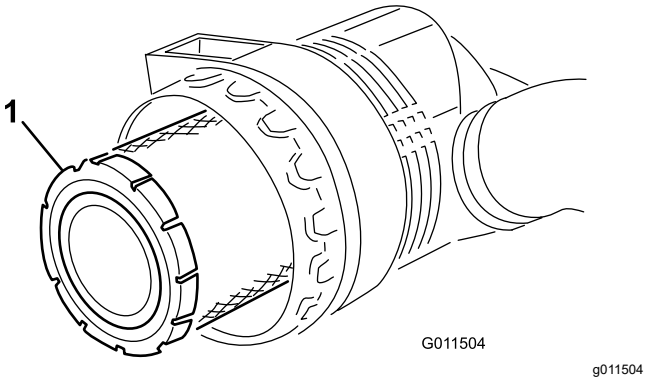

Figuur 86
5. Verwijder en vervang het voorfilter (Figuur 86).